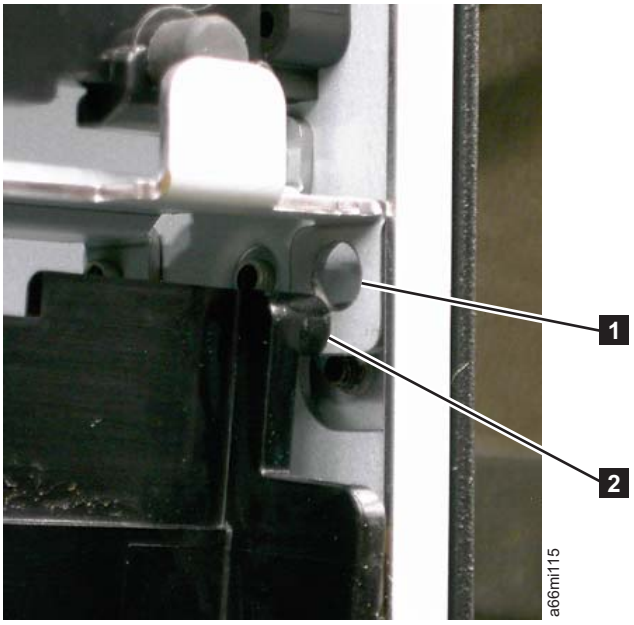

Figure 7-43. I/O Safety Flap Pivot Pin
5. Push the upper right hand corner of the bottom flap to the left to remove the pivot pin (**1** in Figure 7-43) from the pivot hole (**2** in Figure 7-43).